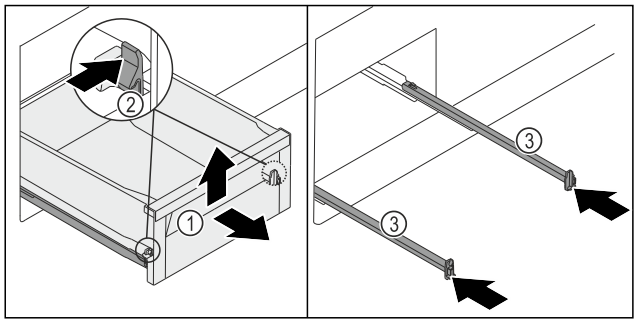

Fig. 137
- ▶ Vytáhněte zásuvku *Fig. 137 (1)* až na doraz.
- ▶ Svorku *Fig. 137 (2)* vlevo a vpravo současně stlačte směrem dovnitř.
- ▷ Zásuvka *Fig. 137 (1)* se uvolní z kolejniček.
- ▶ Nadzvedněte zásuvku *Fig. 137 (1)* vpředu.
- ▶ Vyjměte zásuvku *Fig. 137 (1)* dopředu.
- ▶ Zasuňte kolejničky *Fig. 137 (3)*.